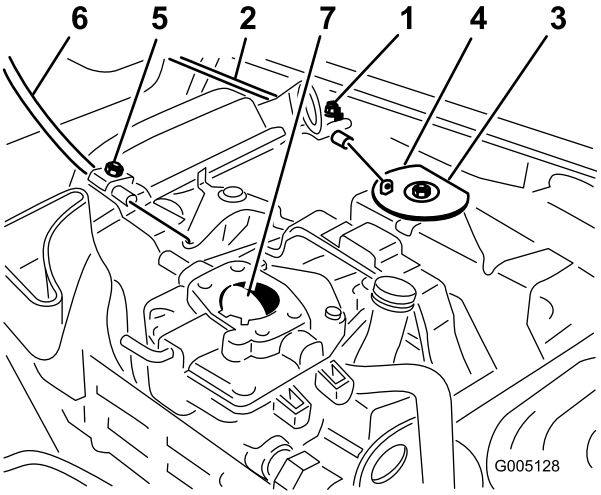

Figuur 46
1. Draai de kabelklemschroef los waarmee de kabel is bevestigd aan de motor (Figuur 46).
3. Trek stevig aan de gaskabel totdat de achterzijde van de wartel tegen de aanslag aankomt (Figuur 46).
3. Trek stevig aan de chokekabel totdat de chokevlinder helemaal gesloten is en draai daarna de kabelklemschroef vast (Figuur 46).